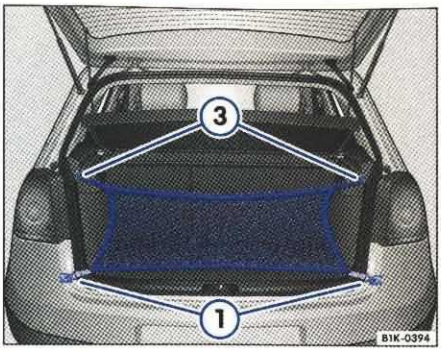

Rys. 94 Zawieszanie siatki w bagażniku przed krawędzią ładunkową
– Haczyki siatki do bagażu zawiesić na zaczepach do wiązania ⇒ rys. 94 ①.
– Pętle siatki do bagażu zawiesić na haczykach do toreb ③. Zamek błyskawiczny musi być zwrócony w górę. ◀